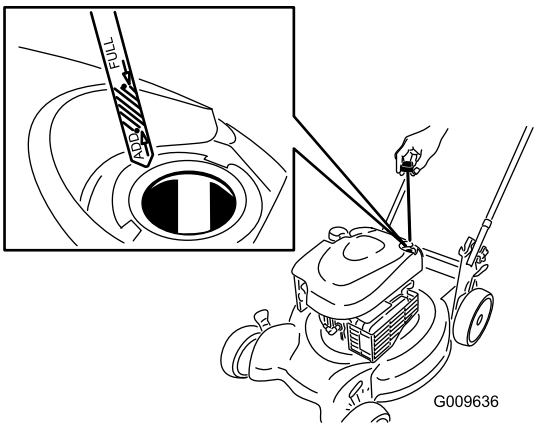

Bild 8
1. Nehmen Sie den Peilstab heraus und wischen Sie ihn ab. Stecken Sie ihn dann ganz ein (Bild 8).
2. Nehmen Sie den Peilstab heraus und prüfen Sie den Ölstand (Bild 8). Wenn der Ölstand unter der **Nachfüll**-Marke ist, gießen Sie langsam Öl in den Einfüllstutzen, um den Ölstand auf die **Voll**-Marke am Peilstab anzuheben. **Füllen Sie nicht zu viel ein.** (Max. Füllstand: 0,59 l des Typs: Waschaktives SAE 30-Öl mit der Klassifizierung SF, SG, SH, SJ, SL oder höher durch das American Petroleum Institute (API).)